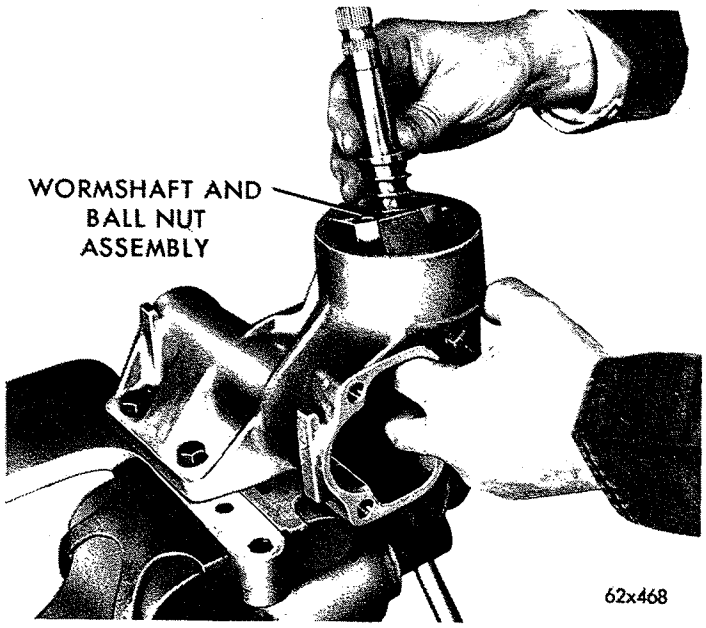

*Fig. 9—Removing Worm Shaft and Ball Nut Assembly*
(9) Carefully remove worm and ball nut assembly (Fig. 9).
(25) Place a thrust bearing in lower cup in housing.
(26) Hold ball nut from turning (Fig. 9), and insert wormshaft and ball nut assembly into housing with end of worm resting in thrust bearing.
(27) Place upper thrust bearing on wormshaft. Thoroughly lubricate threads on adjuster and threads on housing.
(28) Place a protective sleeve of plastic tape over wormshaft splines so splines do not damage seal. Slide adjuster assembly over shaft.
(29) Thread adjuster into steering housing, and with Tool wrench C-3884 and splined nut set, tighten adjuster to 50 foot-pounds while rotating wormshaft. This is done to effectively seat bearings.
(30) Loosen adjuster so no bearing pre-load exists. Then, using torque wrench Tool C-3380, adjust wormshaft bearing pre-load from 1⅛ to 4½ inch-pounds.